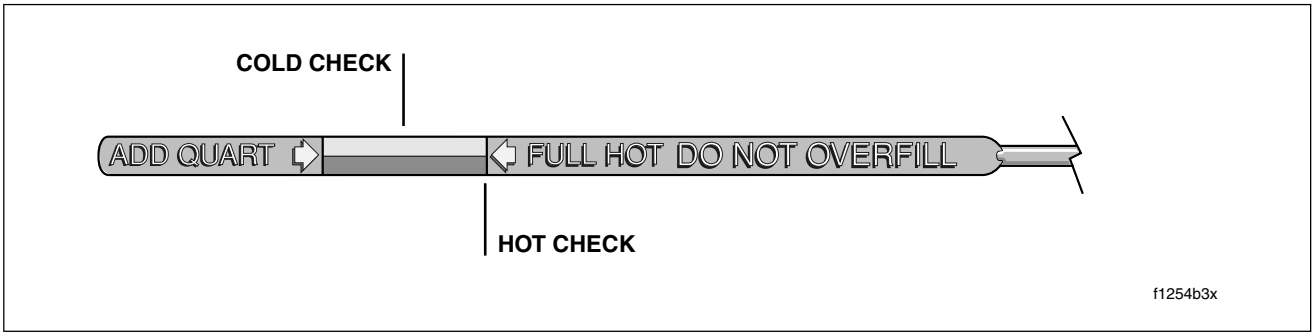

Figure 3-19. Engine Oil Dipstick
b. Remove the dipstick and note the level of the oil. Oil level should register between the two arrows on the dipstick. See Figure 3-19. If oil level is at or below the lower arrow, add only enough oil to bring the level between the two arrows on the dipstick.
d. Remove the dipstick and note the level of the oil. Add only enough oil to bring the level to the FULL mark on the dipstick. See Figure 3-19. Do not overfill.